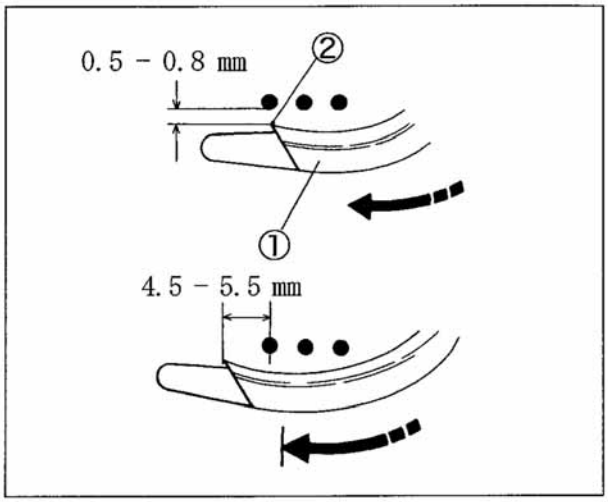

Рис. 6-9
(2) Отрегулируйте зазор между левой иглой и крючком ② укладчика ① в 0. 5 - 0. 8 мм. (Рис. 6-9).
(3) Установите расстояние 4. 5 - 5. 5мм между центром левой иглы и крючком ②, в момент, когда укладчик ① находится в крайней левой позиции. Затем прочно затяните винт ④. (Рис. 6-9 и 6-11).